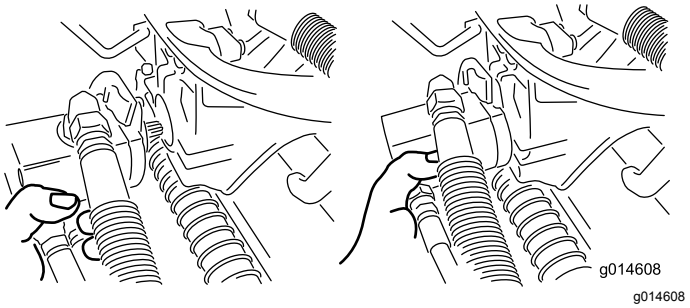

**Figur 46**
3. Flyt motoren hen i opbevaringspositionen foran på affjedringsarmen (Figur 46).